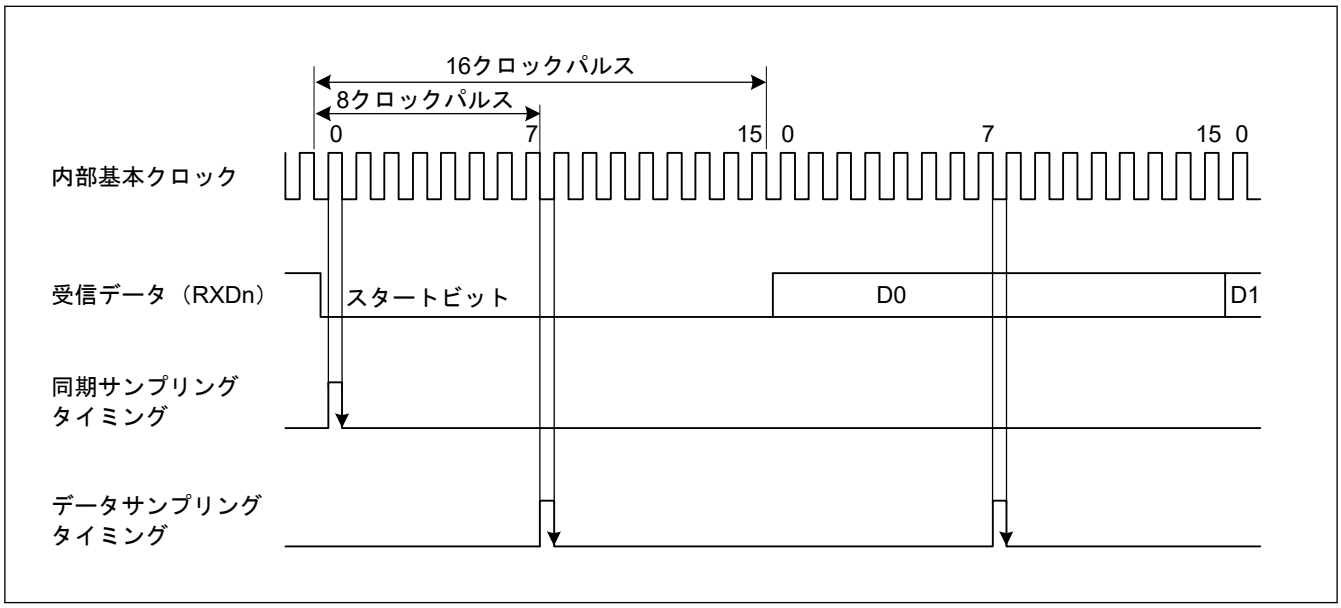

図 30.7 調歩同期式モードでの受信データサンプリングタイミング
また、図 30.7 に示すように、受信データは基本クロックの 8 パルス目(注1)の立ち上がりエッジでサンプリングされるため、各ビット（サンプリング時間を調整しない場合（CCR4.ASEN = 0 または CCR4.ASEN = 1 かつ CCR4.AST[2:0] = 000b)）の中間でデータが取り込まれます。調歩同期式モードでの受信マージンは以下の式 (1) によって決定されます。
スタートビットの決定条件は、Low 状態がビットの中間点より後ろまで続くことです。サンプリングタイミングと同様です。図 30.7 では、スタートビットを検出するためには Low 状態が 8 サイクルより長く続く必要があります。Low 状態が 8 サイクルより長く続かなかった場合は、SCI はこれをノイズと判断します。したがって SCI は受信を開始せず、スタートビットを待ちます。